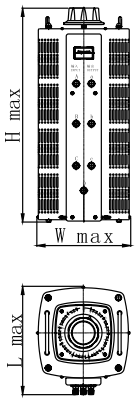

Fig. 3
6.3 TSGC2 outline dimensions are shown in Fig. 3;